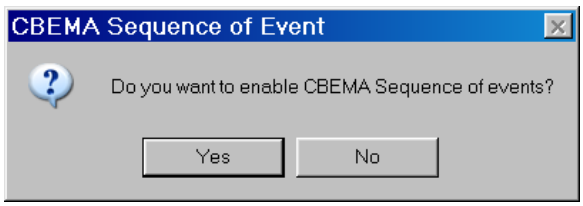

Figure 5-30 CBEMA Sequence of Event Enable Confirmation Screen
7. Select **Save**, TapTalk® will display a "Do you want to enable CBEMA Sequence of events?" confirmation screen (Figure 5-30).